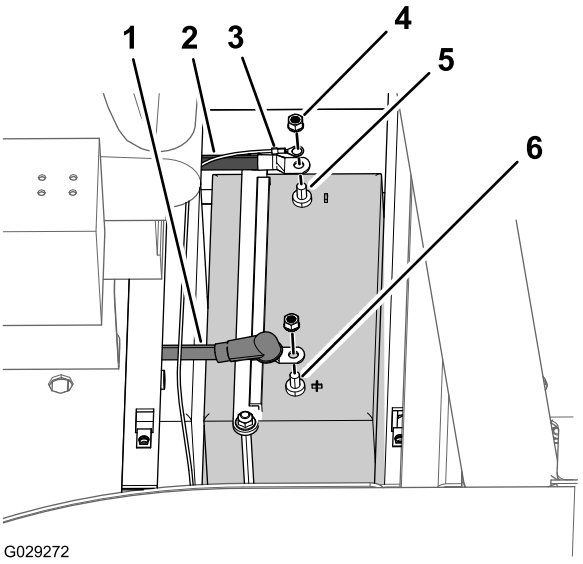

Figure 115
6. Retirez l'écrou à rondelle-frein (3/8 po) qui fixe le câble négatif et la cosse à anneau à la borne négative de la batterie, et débranchez les câbles de la batterie (Figure 115).
7. Éloignez le capuchon isolant et retirez l'écrou à rondelle-frein (3/8 po) qui fixe le câble positif à la borne positive de la batterie, et débranchez le câble de la batterie (Figure 115).
1. Fixez le câble positif à la borne positive de la batterie (Figure 115) au moyen de l'écrou à rondelle-frein (3/8 po) que vous avez retiré à l'opération 7 de Préparation au débranchement des composants (page 79).
3. Fixez le câble négatif à la borne négative de la batterie (Figure 115) au moyen de l'écrou à rondelle-frein (3/8 po) que vous avez retiré à l'opération 6 de Préparation au débranchement des composants (page 79).